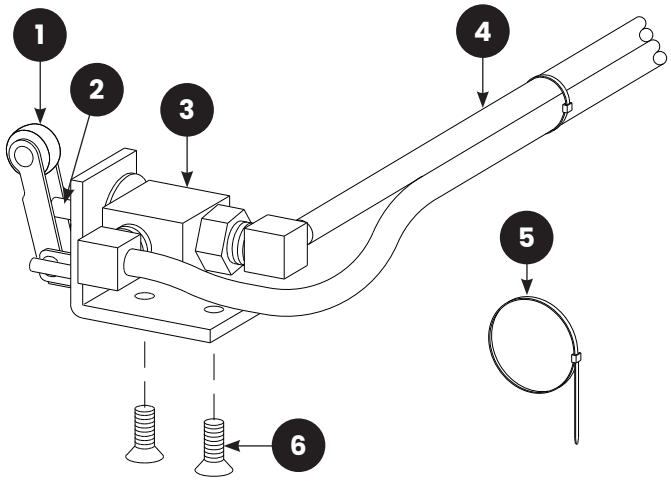

FIGURE 12: (1) Cam Follower; (2) Pulse-Valve Plunger; (3) Pulse Valve; (4)Mounting Screws; (5) Urethane Tubing; (6) Loose Wire Tie-2
4.3.2 | Components of the assembled kit are shown in **Figure 12**.